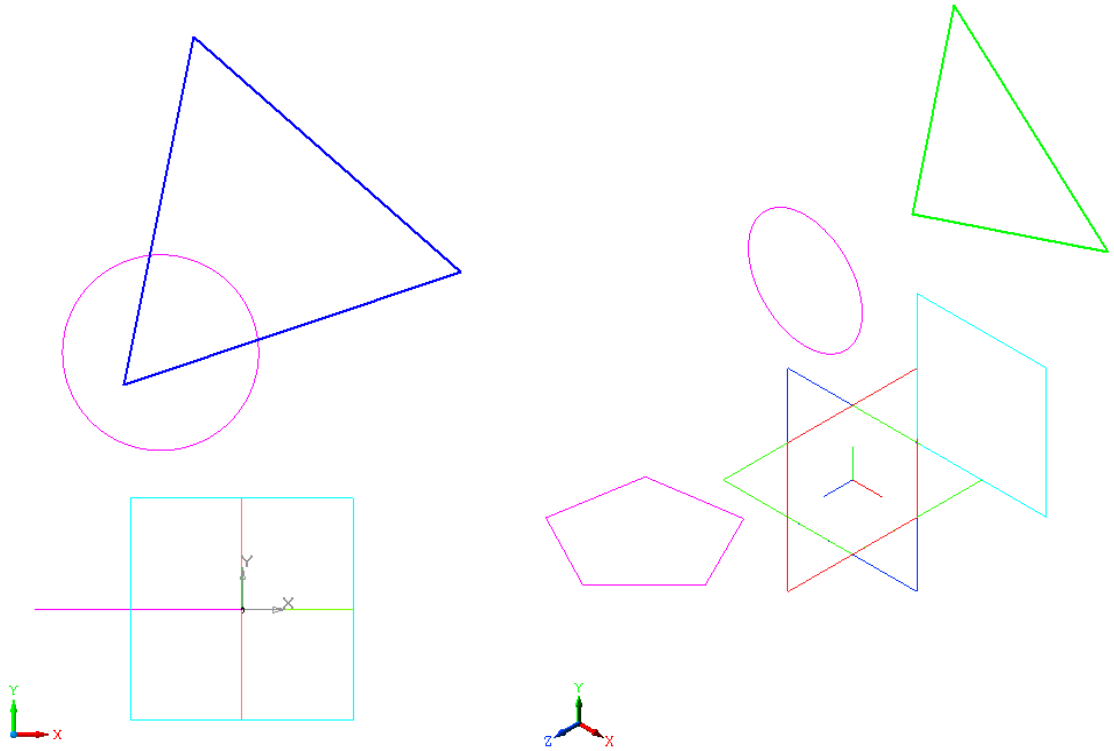

Рис. 5.19.
3.7. Выполните команду **Эскиз** и постройте в смещенной плоскости треугольник. Фигура треугольник должна располагаться в том же месте рабочего поля, что и эскиз-сечение Окружность, а по размеру немного больше его (рис. 5.19).